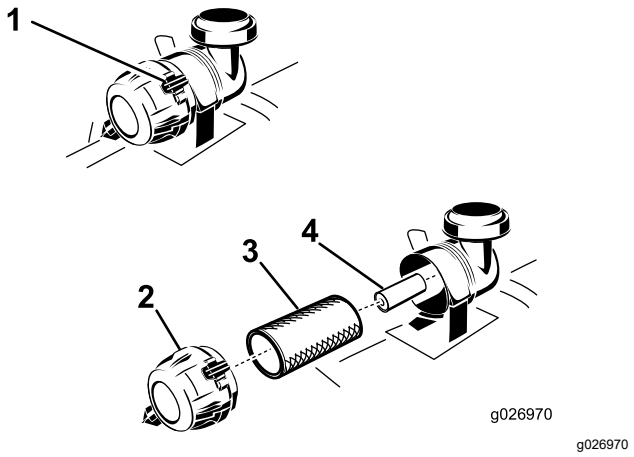

Figure 38
4. Release the retaining clamps on the air cleaner and pull the air-cleaner cover off the air-cleaner body (Figure 38).
6. Gently slide the primary filter out of the air-cleaner body (Figure 38).
2. If you are replacing the inner filter, carefully slide it into the filter body (Figure 38).
3. Carefully slide the primary filter over the safety filter (Figure 38).
4. Install the air-cleaner cover with the breather cap down, and rotate so that the retaining clamps lock the cover in place (Figure 38).